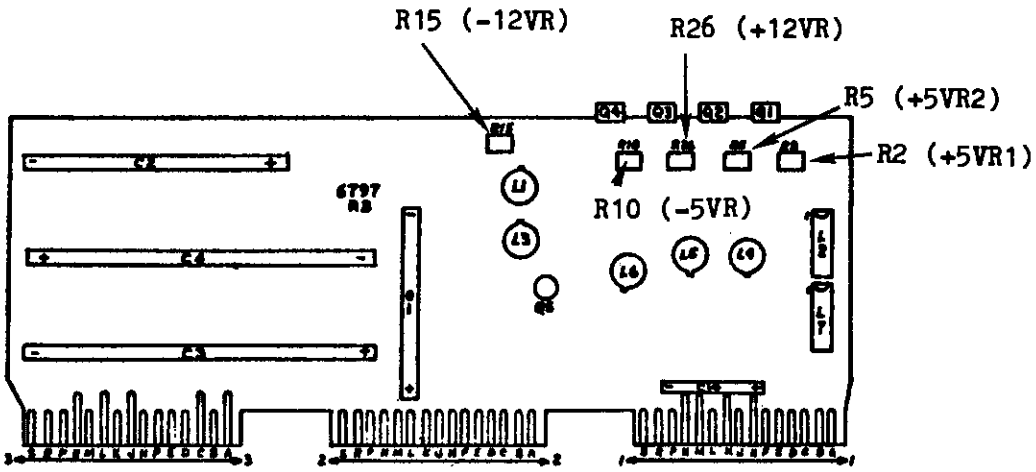

FIGURE 7-1 6797 REGULATOR BOARD
4. Check DC voltages with a digital voltmeter for the specified values, as listed in Table 7-2. Adjust the trimpots where indicated in Figure 7-1 to obtain correct voltage levels where necessary.
The CPU regulator board will be one of the types shown in Figures 7-1 and 7-2. The standard MVP chassis uses the 6797 board, and the MVP-A uses the 7397 board. These boards are not interchangable. For the location of the regulator board in the CPU chassis, see Figure 1-8.